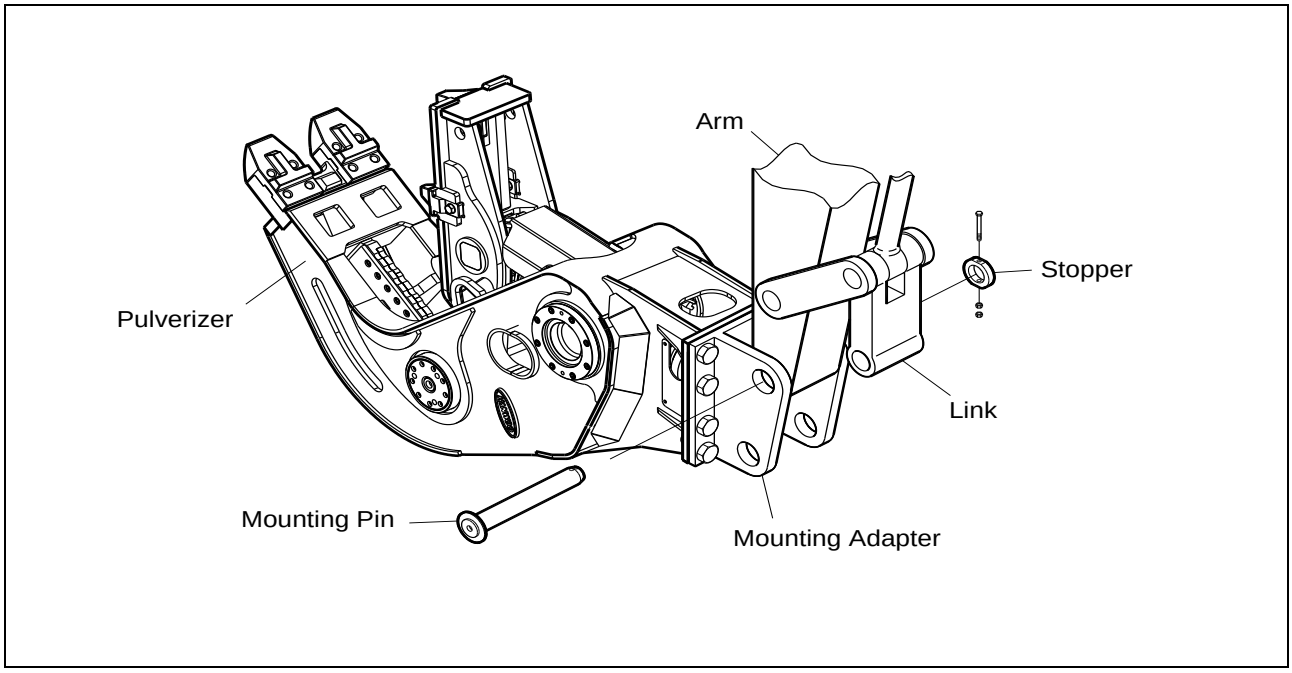

Abbildung 15
- Setzen Sie die Motorgeschwindigkeit des Trägers zum niedrigsten Leerlauf und bewegen Sie den Stock des Trägers langsam, bis sein Loch mit dem im Befestigungsadapter ausgerichtet ist. Fügen Sie die Befestigungsstift ein und montieren Sie den Bremsfeder und seine Verschlüsse. Gemäß Befestigungsadapter können der Bremsfeder und die Verschlüsse der Abbildung 15 nicht genau entsprechen